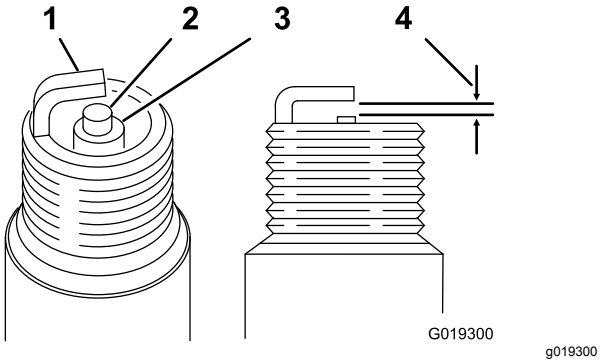

図 32
4. 図 32のように、エアギャップを 0.70-0.80 mm に調整する。